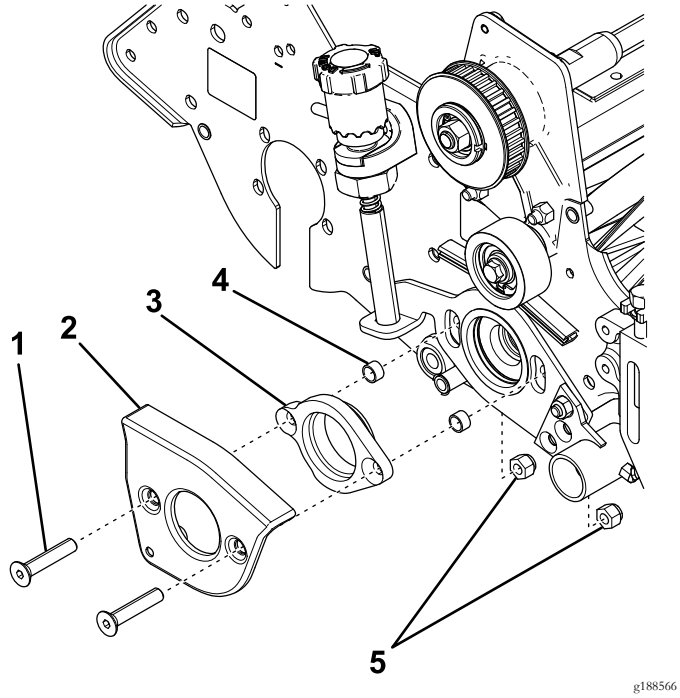

**Figur 10**
4. Ta bort skruvarna med platt huvud, låsmuttrarna, trimsatsarmens kåpa och lageradaptern från sidoplåten (Figur 10).
5. Ta bort och släng distansbrickorna (Figur 10).